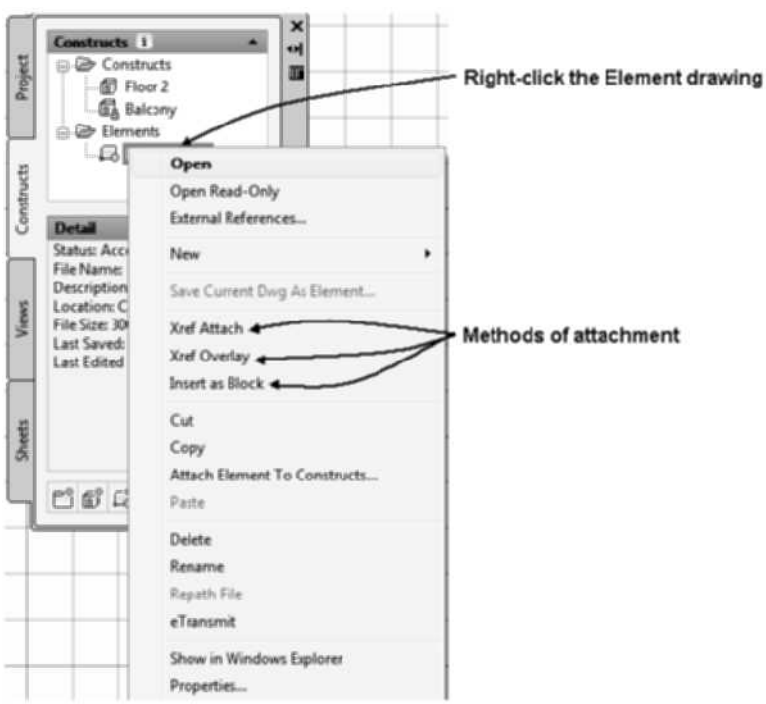

FIGURE 1.75 *Adding an element to a Construct drawing*
Elements are the simplest drawing unit of the model. The drawing classified as an element can be inserted in several locations of the Construct drawing. When you add an element drawing, its name will appear in the tree of the Project Navigator (see Figure 1.75). You can double-click the name of a drawing in the Project Navigator to open the drawing or select the name of the drawing, right-click, and choose **Open**. Content of the element drawing is created by adding content from AutoCAD Architecture 2011. Save and Close the element drawing before attaching the drawing to a Construct drawing.
2. Select the name of the element drawing in the **Project Navigator** tree, right-click, and choose one of the following: **Xref Attach**, **Xref Overlay**, **Insert as Block**, or **Attach Element to Constructs**, as shown in Figure 1.75.